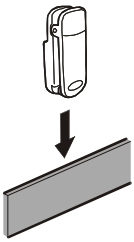

Figure 2
- ❒ Clip the Quick-Draw Belt Clip onto your belt (Figure 2).